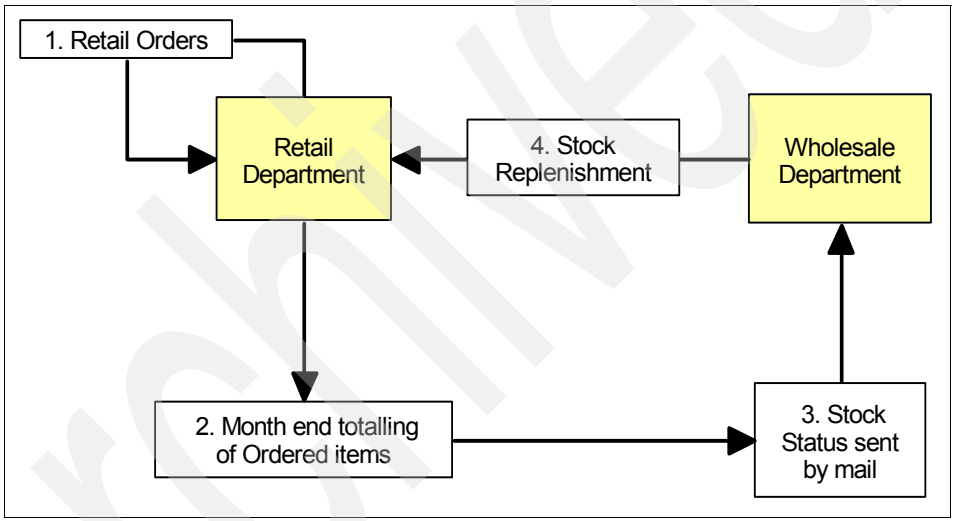

Figure 8-1 ITSO Electronics: Wholesale ordering process flow
- The wholesale ordering process shown in Figure 8-1